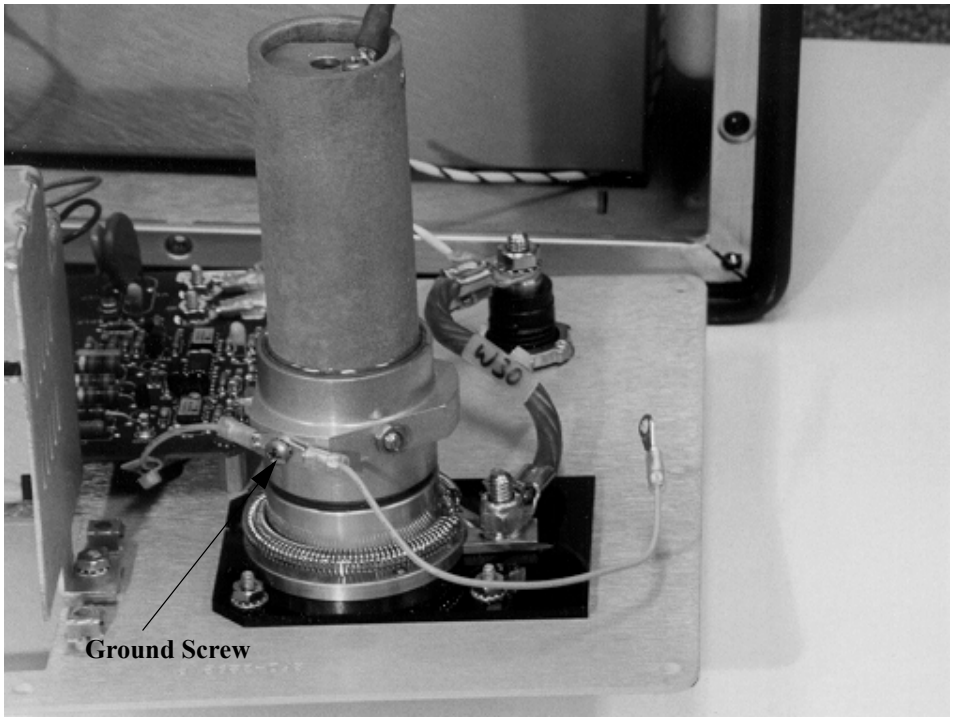

Figure 4.52 HV Pothead, Ground Screw Location
4. Remove one screw and washer (Figure 4.52), that secure the ground wire and the power outlet wire to the side of the HV Pothead, using a Phillips-head screwdriver.
8. Grasp the ground wire and the power outlet wire (Figure 4.52) and place them back onto the side of the HV Pothead. Secure these wires by replacing the screw and washer using a Phillips-head screwdriver.